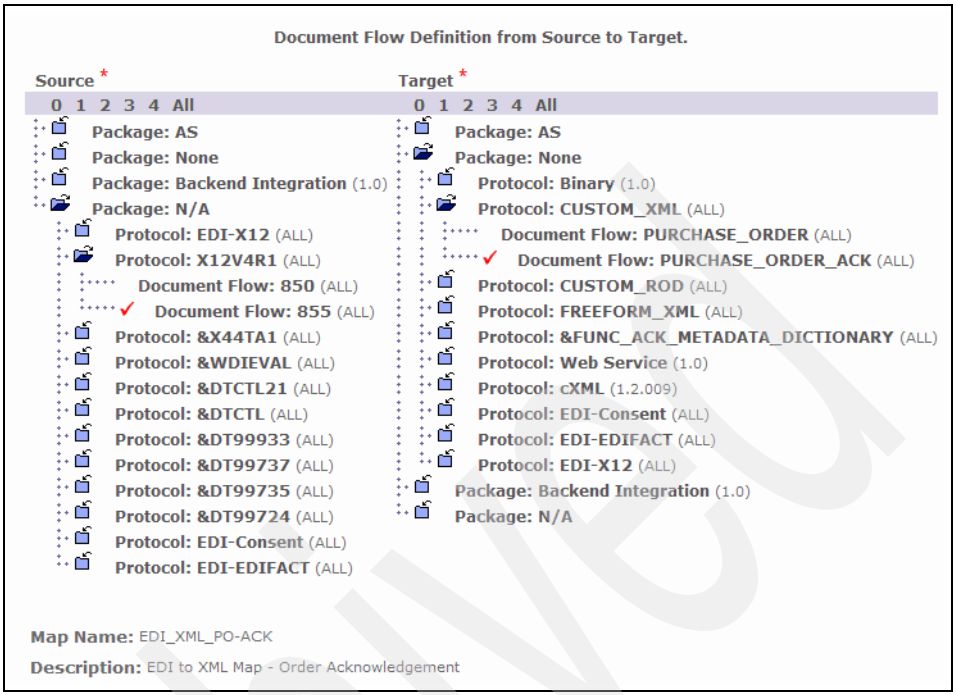

Figure 19-48 Document flow definitions created by the Map EDI_XML_PO-ACK
4. Select the icon next to the map EDI_XML_PO-ACK to view the document flow definitions created by the map import (Figure 19-48 on page 677).